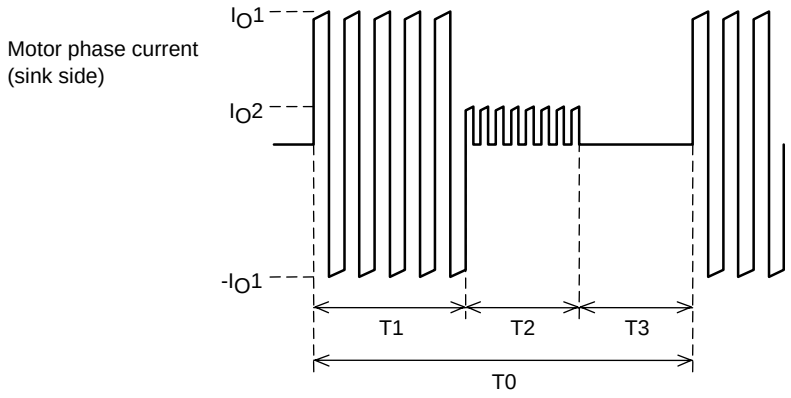
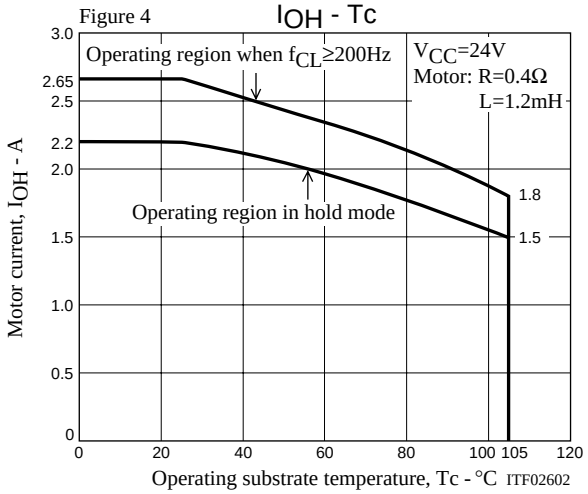
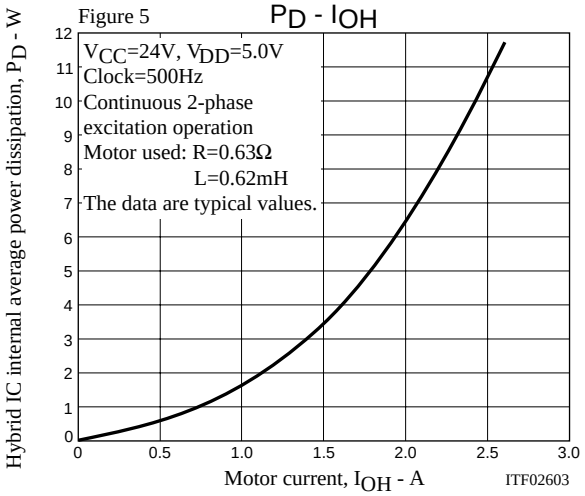

Figure 3 Motor Current Timing
Figure 5 P_D - I_{OH}
Figure 6 ΔTc - P_D
As shown in figure 6, the value of ΔTc increases as the hybrid IC internal average power dissipation P_D increases. As shown in figure 5, P_D increases with the motor current. Here we describe the actual P_D calculation using the example shown in the motor current timing chart in figure 3.
Since there are periods when current flows and periods when the current is off during actual motor operation, P_D cannot be determined from the data presented in figure 5. Therefore, we calculate P_D assuming that actual motor operation consists of repetitions of the operation shown in figure 3.
Note that figure 3 presents the concepts here, and that the on/off duty of the actual signals will differ.
If the value calculated in formula (I) above is under 1.4W, then from figure 6 we see that operation is allowed up to an ambient temperature Ta of 60°C.
While the operating range when a heat sink is not used can be determined from formula (I) above, figure 5 is merely a single example of one operating mode for a single motor.
For example, while figure 5 shows a 2-phase excitation motor, if 1-2 phase excitation is used with a 500Hz clock frequency, the drive will be turned off for 25% of the time and the dissipation P_D will be reduced to 75% of that in figure 5.